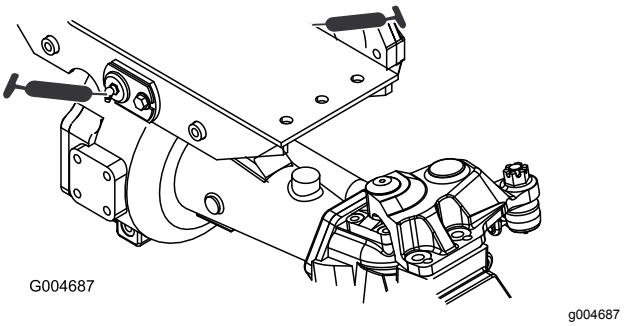

**Figuur 59**
- Lagerbussen van draaipunt van voor- en achteras (2) (Figuur 59)